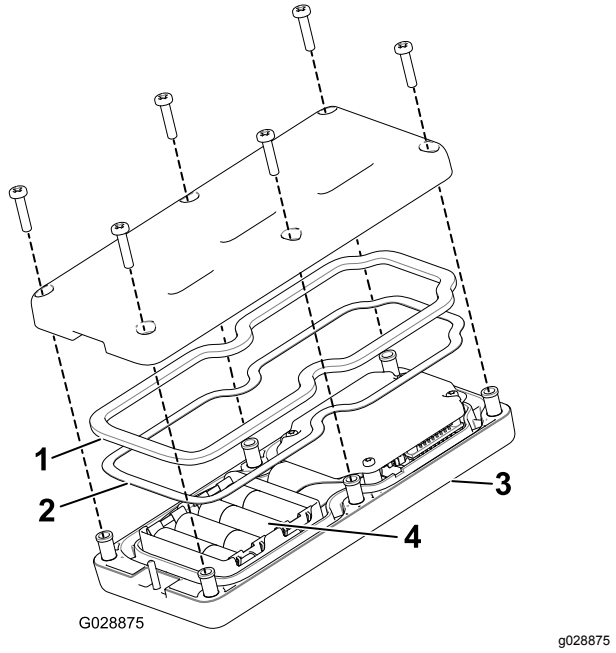

Figur 46
3. Fjern de seks skruene på baksiden av fjernkontrollen, og ta av dekslet (Figur 46).
5. Koble batteriene til korrekte poler. Batterirommet har merker for polaritet for hver pol (Figur 46).
6. Hvis du utilsiktet fjerner gummitetningen og stålpakningen, må du forsiktig legge dem på plass i kanalen i den håndholdte fjernkontrollen igjen (Figur 46).
7. Sett dekslet på plass og fest det med de seks skruene du fjernet tidligere (Figur 46), og stram til med et moment på 1,5 til 1,7 N·m.